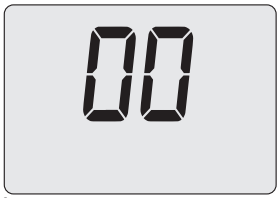

Figura 9.15
- Premendo il tasto 17 (Figura 9.12) sul display LCD appare il valore del parametro P06 (Figura 9.15).